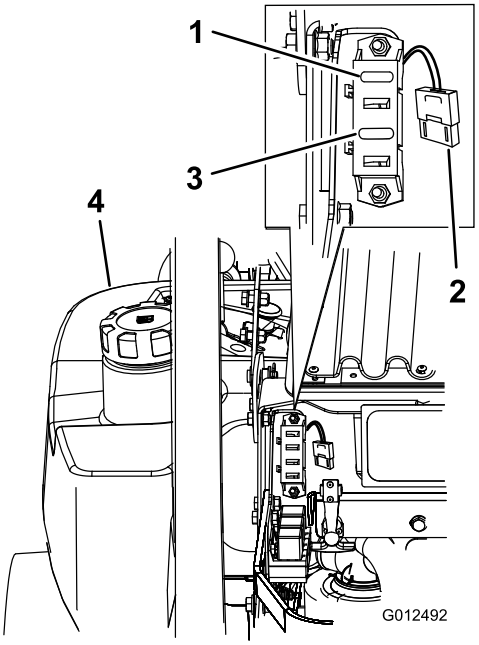

Figuur 48
1. Maak de motorkap open om toegang te krijgen tot de zekeringhouder (Figuur 48).
3. Monteer een nieuwe zekering (Figuur 48).